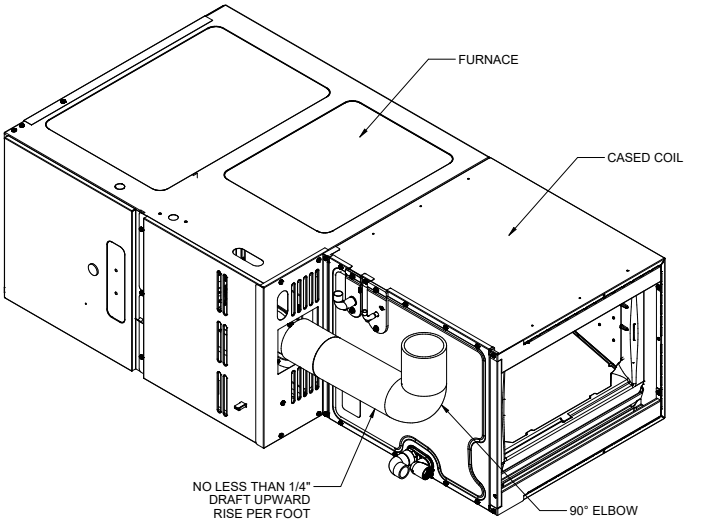

Figure 4B
5. In case of other cabinet sizes match up with 80% Furnace in Horizontal Right application, 2 qty of 90° elbow flue vent must be used. The horizontal run must be ≤ 75% of the vertical rise and no less than ¼” upward rise per foot (see Figure 4B).